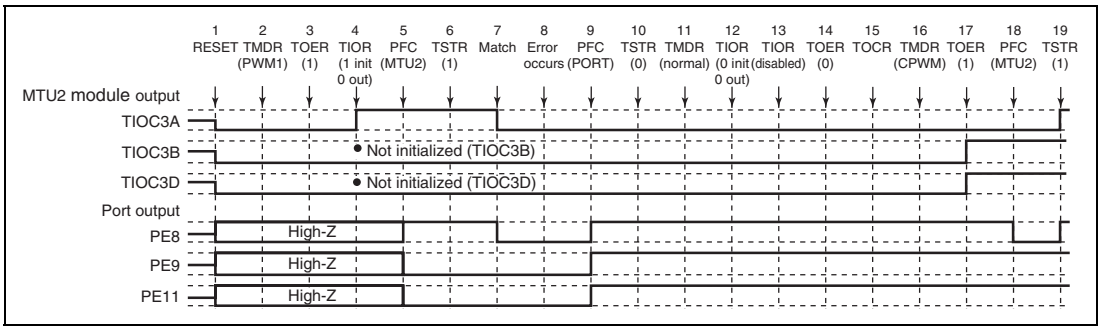

**Figure 10.148 Error Occurrence in PWM Mode 1, Recovery in Complementary PWM Mode**
**Operation when Error Occurs during PWM Mode 1 Operation, and Operation is Restarted in Complementary PWM Mode:** Figure 10.148 shows an explanatory diagram of the case where an error occurs in PWM mode 1 and operation is restarted in complementary PWM mode after re-setting.
1 to 14 are the same as in figure 10.148.